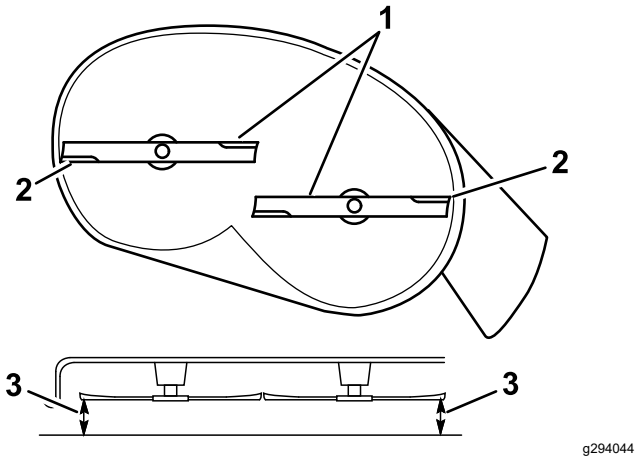

Figur 66
5. Mål avstanden mellom de ytterste knivkantene og det flate underlaget (Figur 66).